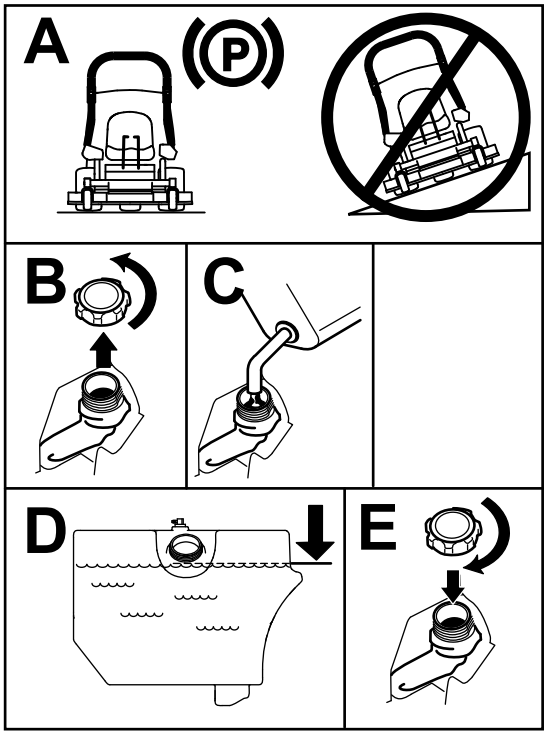

Figuur 7
5. Vul de tank tot aan de onderkant van de vulbuis (Figuur 7).